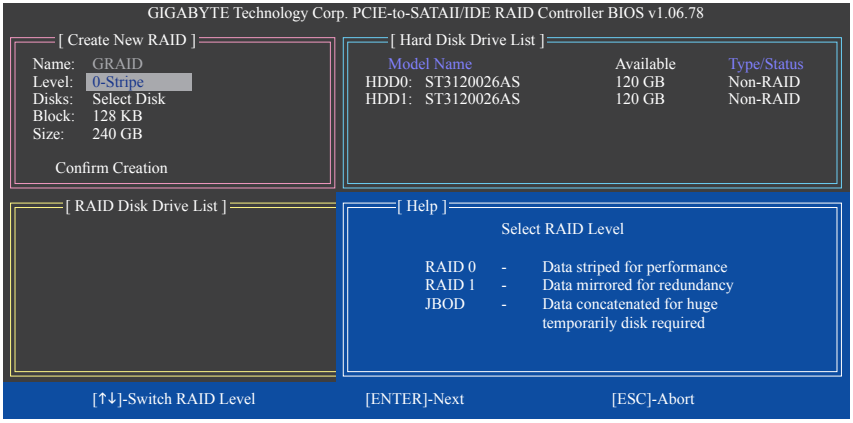

図 5
Create New RAID ブロックに、アレイを作成するために設定する必要がある項目がすべて表示されます（図 5）。
2. **Select RAID Mode：** **Level** 項目の下で、上または下矢印キーを使用して RAID 0 (ストライプ)、 RAID 1 (ミラー)、 JBOD (図 5) を選択します。<Enter> を押して、次のステップに進みます。